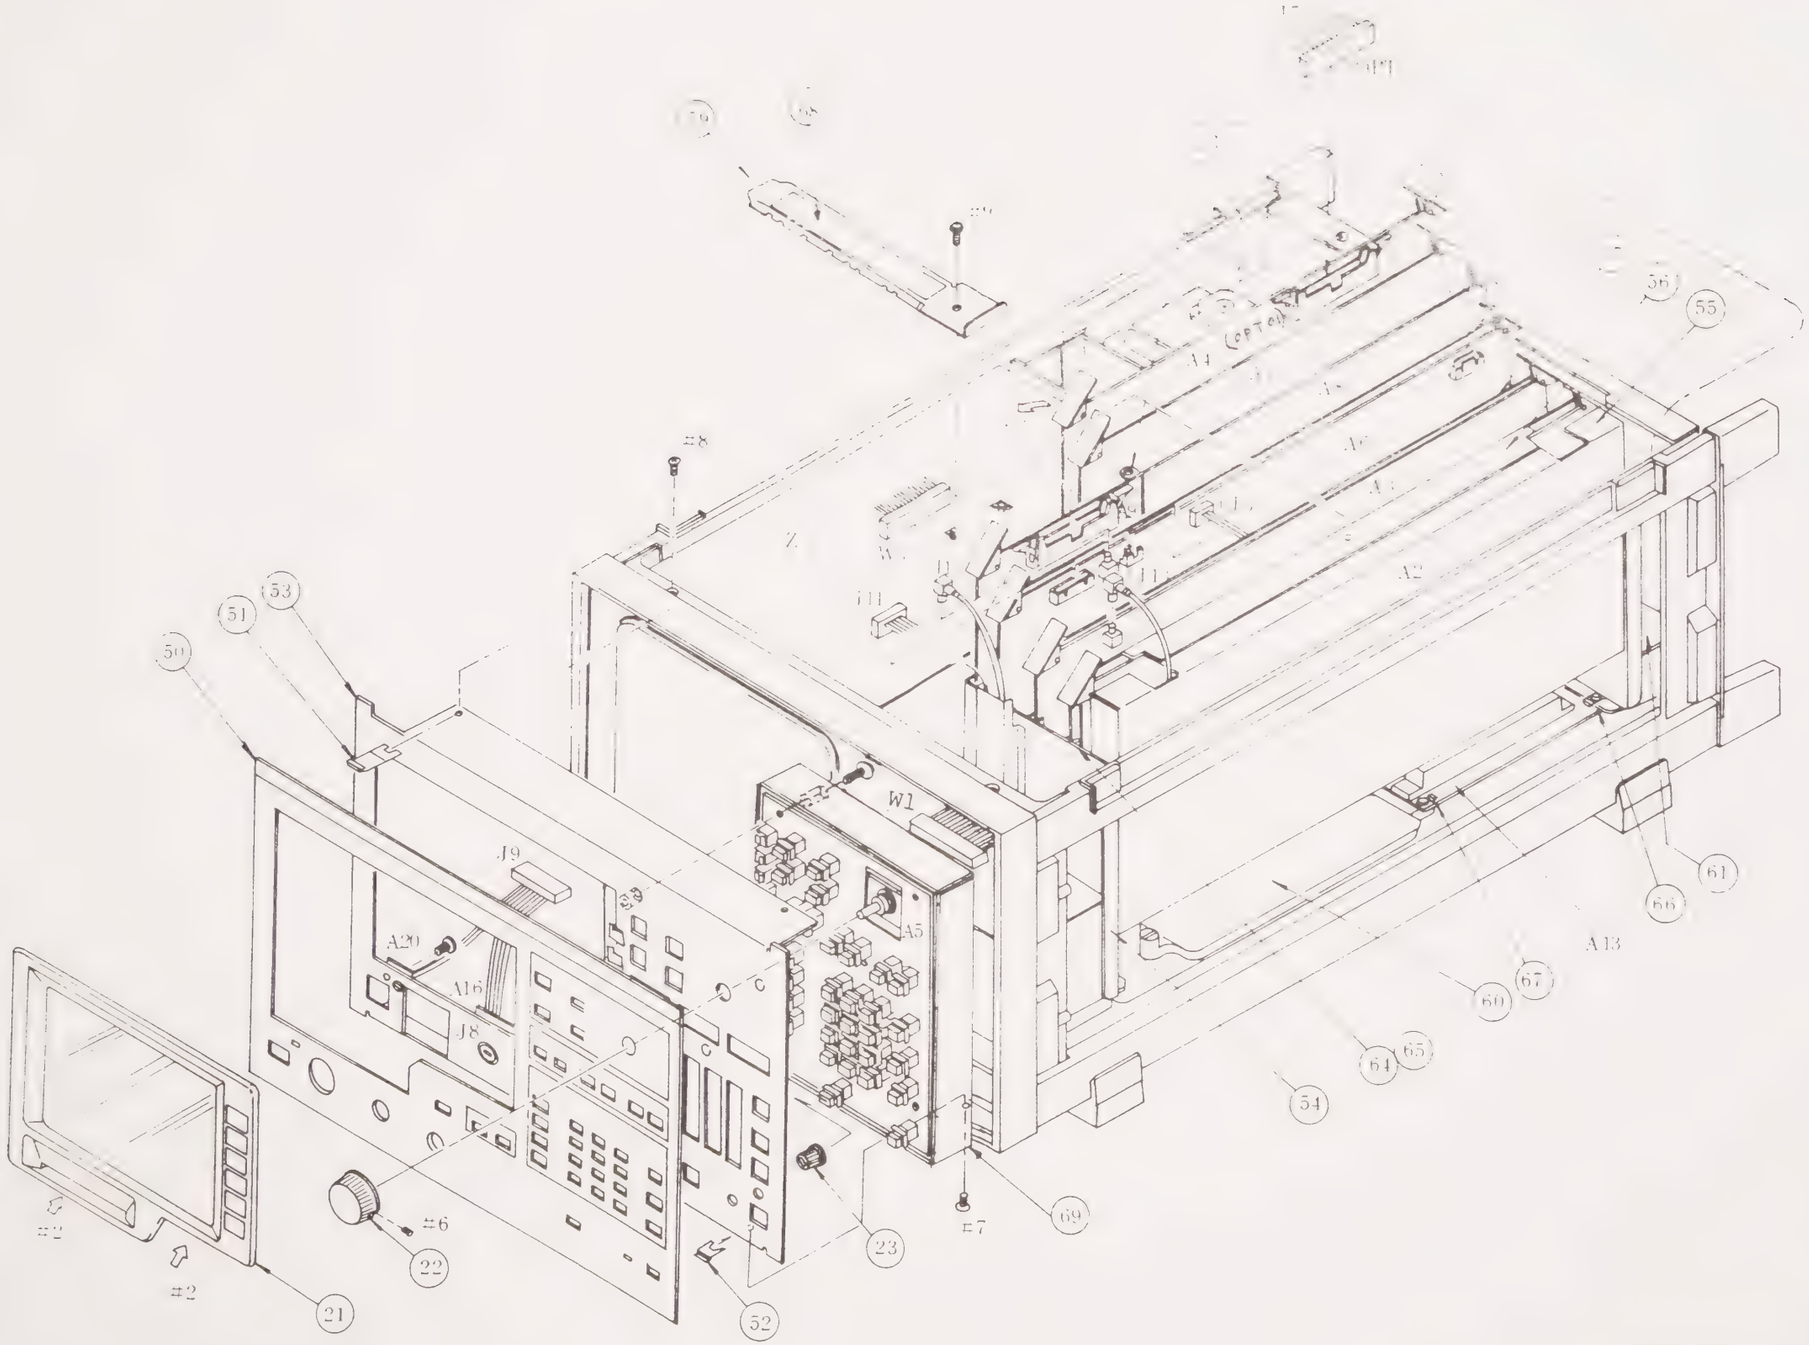

Fig. 2-3 Front Panel/Main Unit (A2, A3, A4, A6, A8, A10) Removal
1	Remove the CRT cover (21) by pulling it toward you while lifting the part marked with *2 with both hands. (See Fig. 2-3.)
1	Remove two screws #7 at the bottom and two screws at the top by referring to Fig. 2-3 and remove both clamps (51) and (52).
To remove the above-mentioned unit, remove the top cover (5) as described in paragraph 2.2 and follow the procedures described below. (See Fig. 2-3)
3	Lift the ejector at both sides of the unit as shown in *3 (Fig. 2-3).
1) Remove the screw #18 and the cover (110) .
2) Remove the screw #19 and the upper case (108) .
3) Remove the screw #20 and the bracket (105) .
4) Remove the support (102) and move the Z1 YTO to the left to remove the W1 connector.
5) Remove J11 (Fig. 2-3).
Table 2-3 Mechanical Parts List for Fig. 2-3